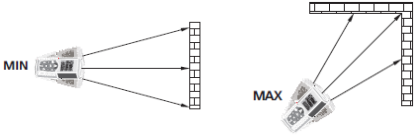

Fig. 3 : Exemples de mesure continue de la distance
4. Les valeurs minimum et maximum de la distance sont affichées aux écrans partiels, tandis que la mesure continue en mode dynamique en déplaçant l'instrument (voir Fig. 3) est affichée à l'écran résultant.